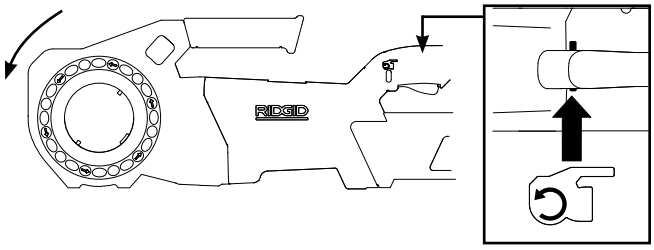

Рис. 5B - Положение переключателя РЕВЕРС (против часовой стрелки)
- Повторите данный процесс для операции реверса *(см. рис. 5B)*. Если силовой привод вращается в другом направлении, или пусковой переключатель ВКЛ/ВЫКЛ не управляет работой машины, запрещается использовать машину, пока она не будет отремонтирована.